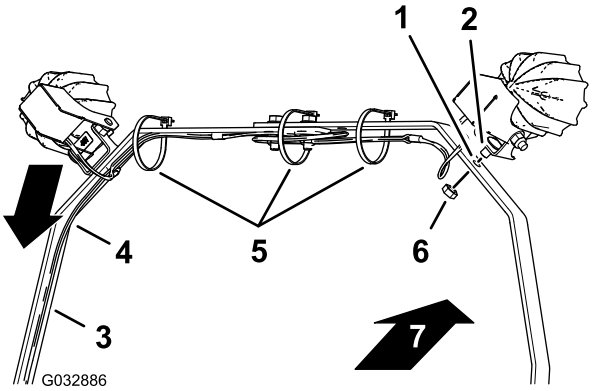

Figura 12
1. Alinhe as armações para as luzes com as lentes das luzes na direção da parte da frente da máquina (Figura 12).
2. Alinhe a cablagem ao longo da cinta da barra de luzes como se mostra na Figura 12.
3. Alinhe o parafuso de carroçaria curto que montou no suporte para a luz LED com o orifício na cinta da barra de luzes (Figura 12).
4. Monte a luz LED com o parafuso de carroçaria curto na cinta da barra de luzes com uma porca (Figura 12).
7. Prenda a cablagem às cintas da barra de luzes com braçadeiras de cabos como se mostra na Figura 12.